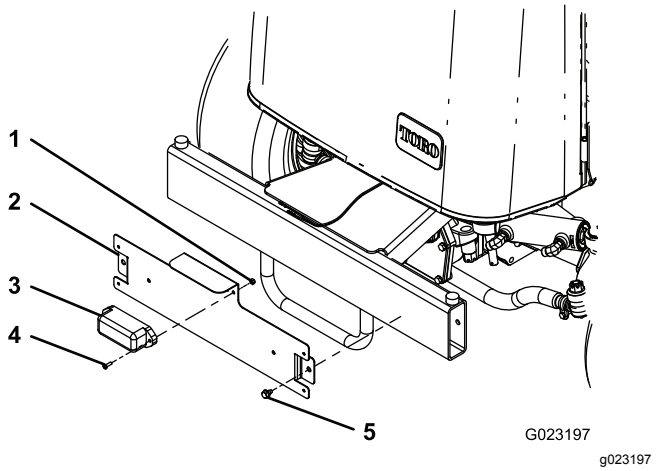

Bild 21
1. Befestigen Sie die Nummernschildlampe mit zwei Schrauben (Nr. 10 x 5/8") und zwei Sicherungsmuttern an der Nummernschildhalterung (Bild 21).
2. Befestigen Sie die Nummernschildhalterung mit zwei Blechschrauben (5/16" x 1/2") an der hinteren Stoßstange, wie in Bild 21 abgebildet.
Hinweis: Positionieren Sie die Nummernschildhalterung wie in Bild 21 abgebildet.